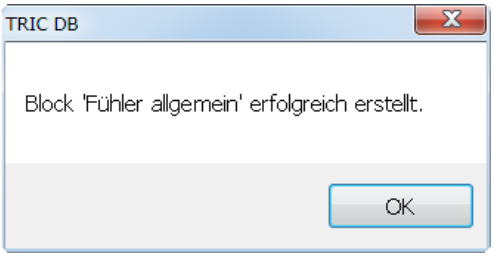

Bild 28.53 – Statusmeldung über die Blockerstellung
- Schließlich erhalten Sie eine Erfolgsmeldung über die Erstellung des Blocks (Abb. 28.53).